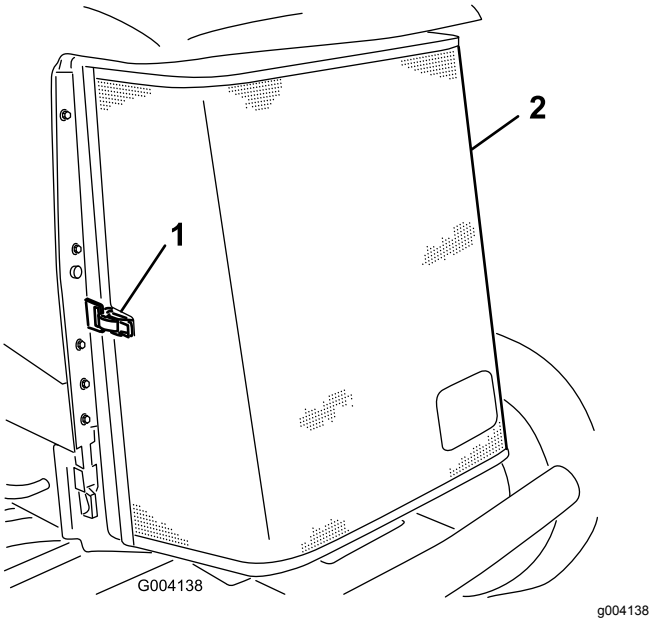

Figur 94
3. Lossa klämman och vrid upp det bakre gallret (Figur 94).